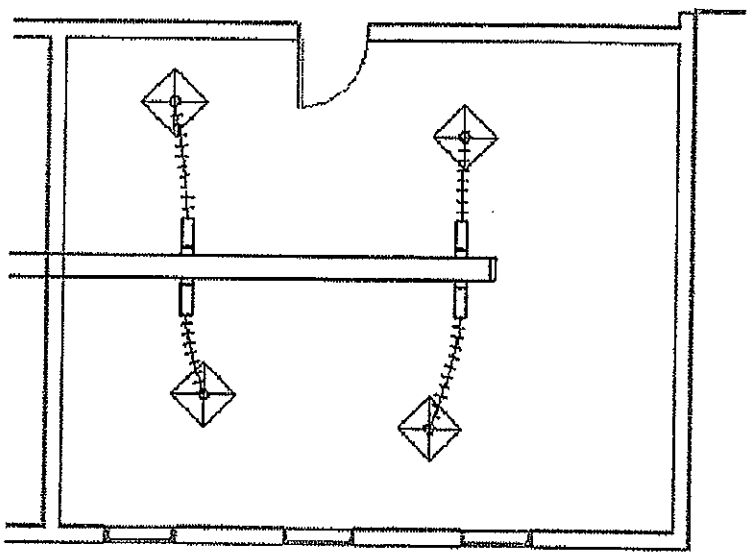

Figure 2–61
18. Switch to the **Mechanical>HVAC>Floor Plans: 1 - Mech** view. The rotated terminals and flex duct display correctly in this view as well, as shown in Figure 2–61.